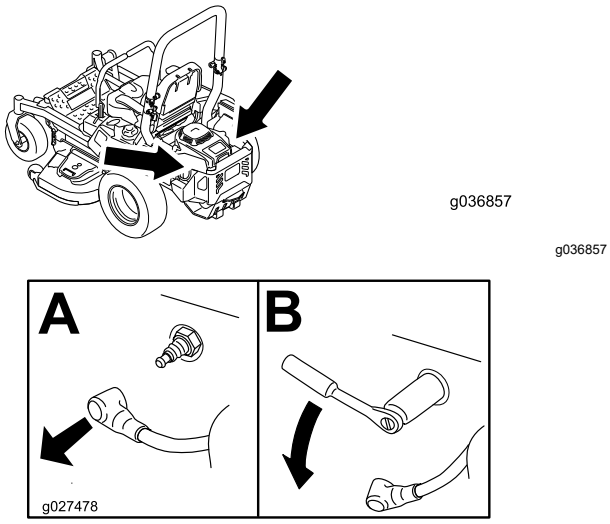

Figure 51
4. Localisez et retirez la ou les bougies comme montré à la Figure 51.